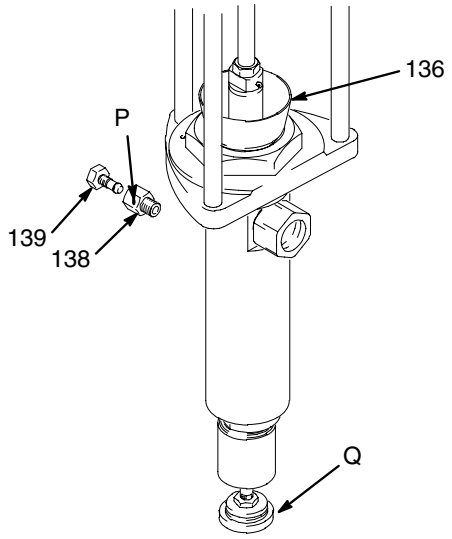

Fig. 3
1. Make sure the air regulator (H) is closed.
2. Open the bleed–type master air valve (G).
6. If the pump fails to prime properly, open the bleeder valve plug (139) slightly. Use the bleeder hole (P) on the underside of the valve body (138) as a priming valve until the fluid appears at the hole. See Fig. 3.
7. Close the bleeder valve plug (139).